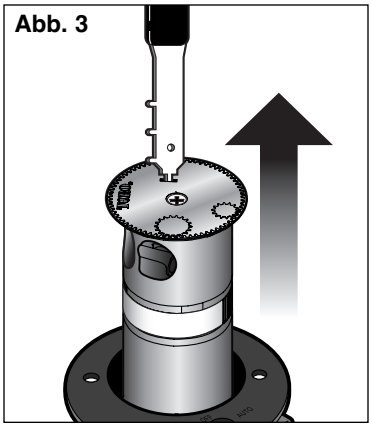

Abb. 3
1. Den Regneraufsteiger mit dem Mehrzweckwerkzeug (Bestell-Nr. 995-83) aus dem Grehäuse nach oben ziehen. Siehe **Abb. 3**.